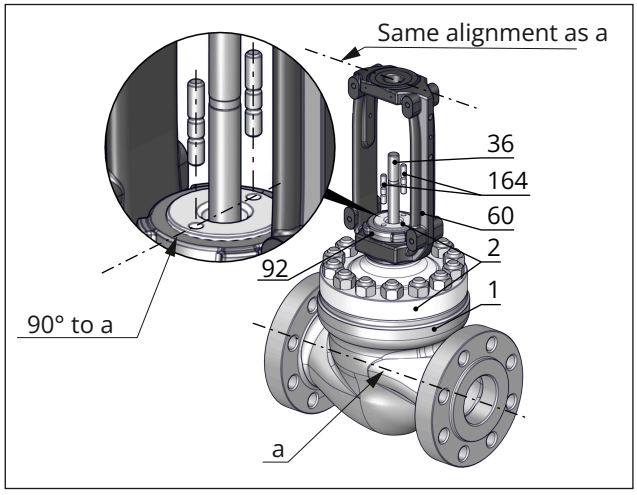

**Fig. 33:** *Alignment of bonnet on the valve body and alignment of yoke on the bonnet*
9. Place a new spiral wound gasket (17) on the valve body (1). Before inserting the gasket, clean the seating surface and check for damage.
10. Place a new spiral wound gasket (126) on the support element (63) or seat retainer (124). Before inserting the gasket, clean the seating surface and check for damage.
11. Place the valve bonnet (2/21) including yoke (60) from the top over the plug/piston stem (36) onto the body (1). Observe the alignment (see Fig. 33). The two boreholes on the top of the bonnet must be at a right angle to the pipeline axis.
12. Firmly press the plug/piston (5) into the seat (4), while fastening down the valve bonnet (2/21) with the body nuts (14). Tighten the body nuts (14) gradually in a crisscross pattern. Observe tightening torques.
13. Carefully slide the packing parts over the plug/piston stem (36) into the packing chamber using a suitable tool. Refer to the documentation of the spare packing for the correct sequence and alignment of the parts.
14. Screw in and hand-tighten threaded bushing (8).
15. Tighten threaded bushing (8) gradually applying the specified tightening torque.